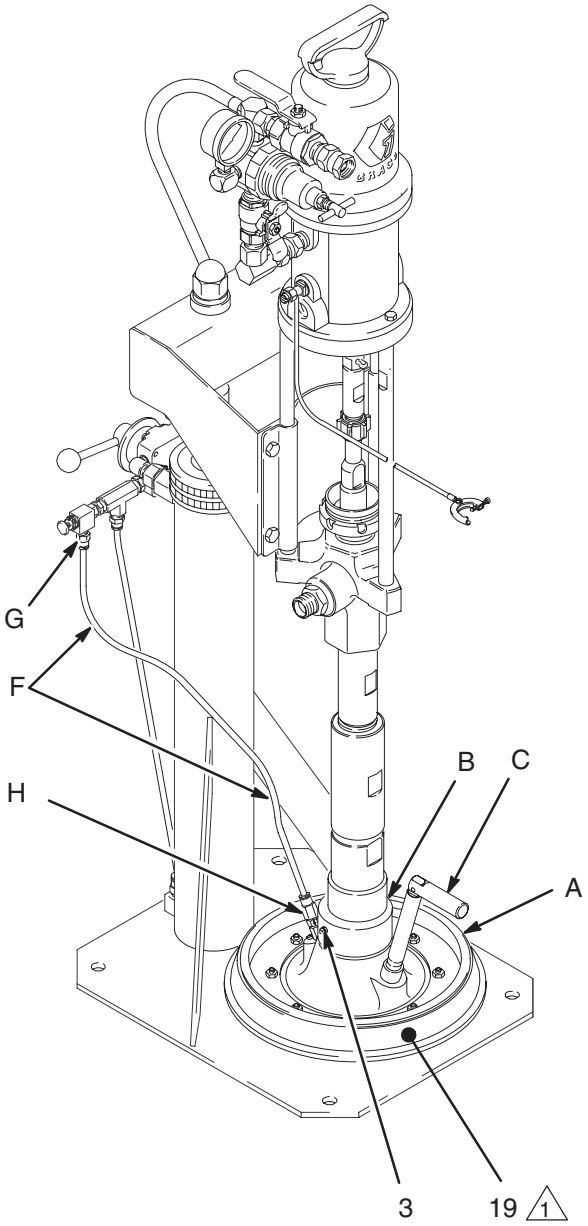

Fig. 1
Los números y las letras de referencia que aparecen en el texto se refieren a las Fig. 1–4 y al diagrama de las piezas de las páginas 14–15.
2. Instale el plato seguidores (A) en la admisión de la bomba (B), con la manivela de ventilación (C) del plato seguidor dirigida hacia la parte delantera del “ram”. Sujételo apretando los tornillos de fijación (3). Vea la Fig. 1.